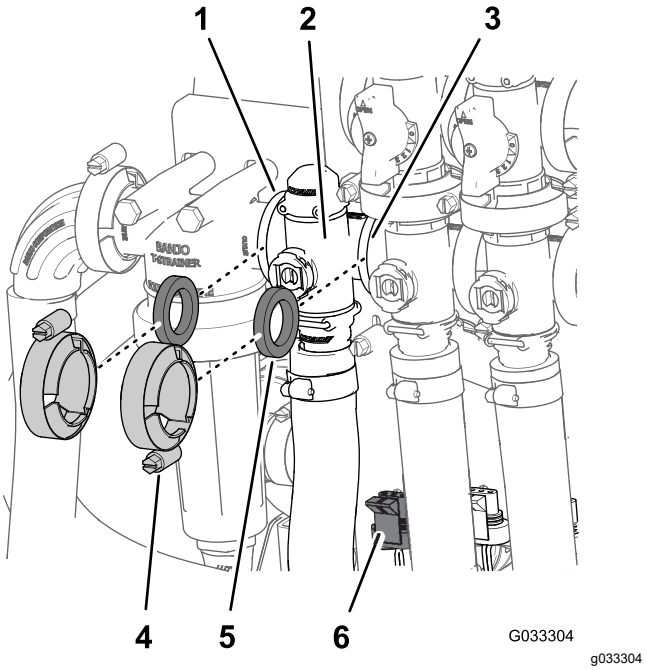

Figure 68
1. Retirez les colliers et joints qui fixent le collecteur du régulateur de débit (Figure 68).